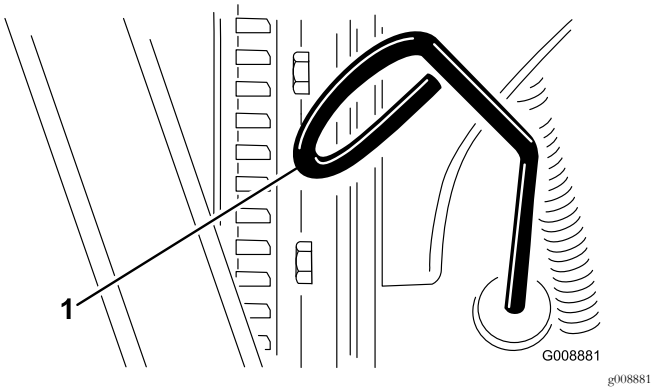

Figur 37
2. Fjern målepinden (Figur 37), og aftør den med en ren klud.